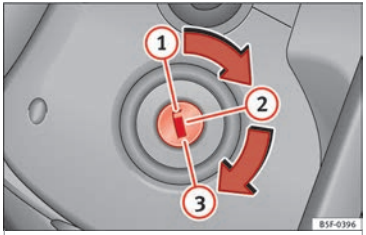

Fig. 145 Vehicle key positions
– Turn the ignition key to position (1) ››› Fig. 145.
– Remove the key from the ignition in position (1) ››› Fig. 145 ››› ⚠.